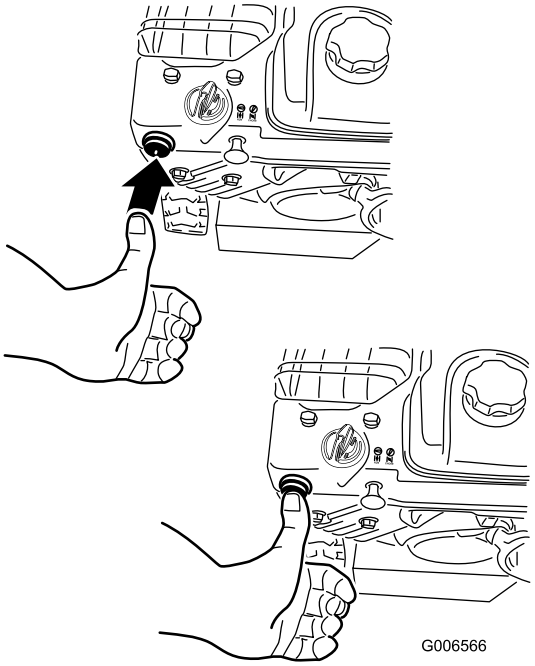

Figur 20
4. Trykk inn primeren med tommelen to ganger (-9 °C eller over) eller fire ganger (under -9 °C), og hold primeren inne i ett sekund før du slipper den, hver gang du trykker den inn (Figur 20).